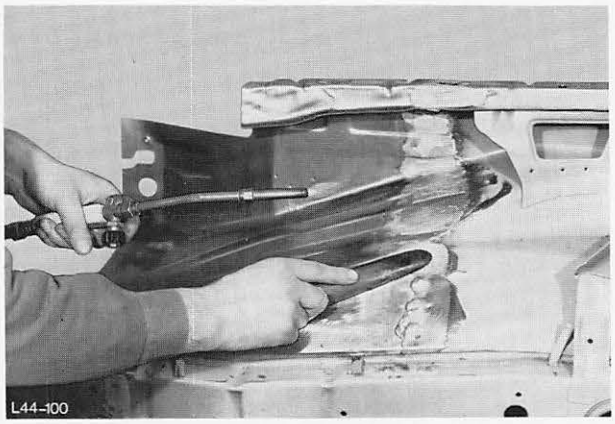

Abb. 96 Verbindungsnaht verschwemmen
16. Verbindungsnaht-Stehblech verzinnen und verschwemmen, Abb. 96.